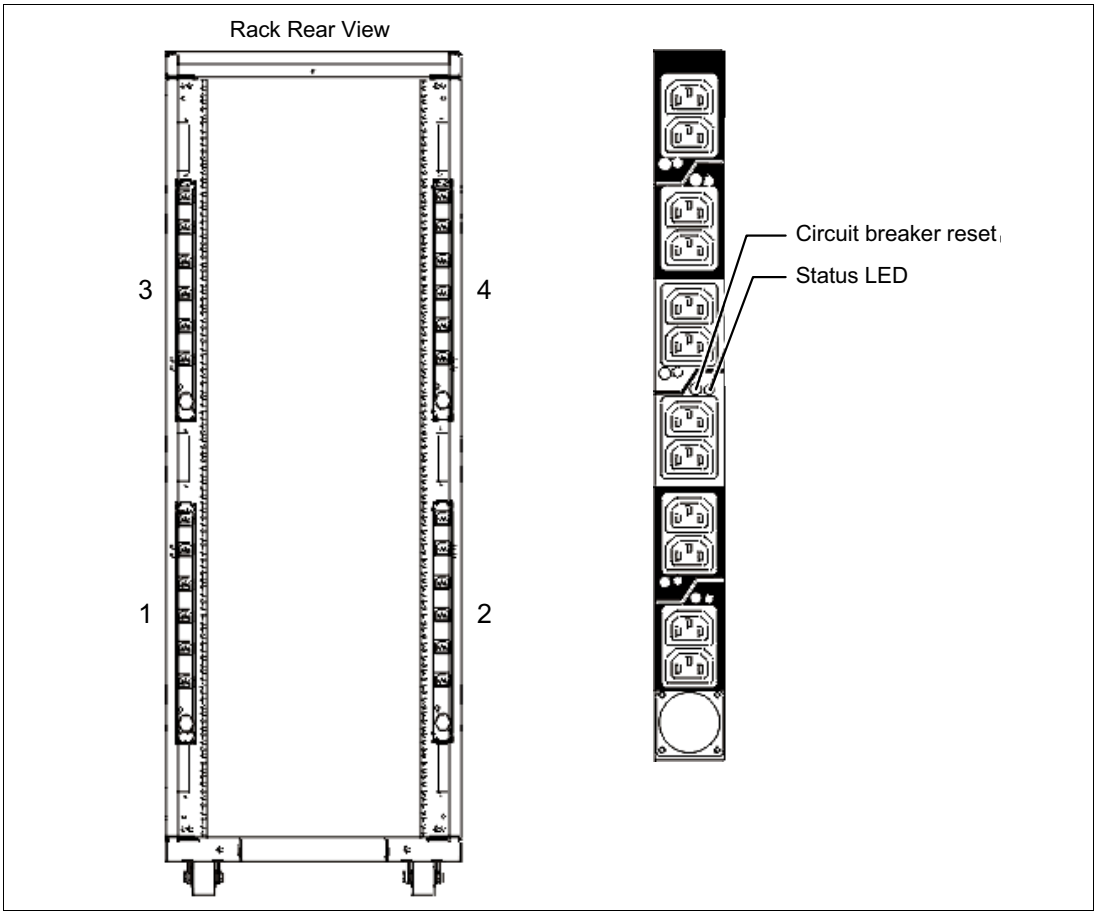

Figure 1-10 PDU placement and PDU view
- Up to four power distribution units (PDUs) can be mounted in the PDU bays (see Figure 1-10 on page 33), but others can fit inside the rack. For more information, see 1.10.7, “The AC power distribution unit and rack content” on page 33.
Four PDUs can be mounted vertically in the back of the T00 and T42 racks. Figure 1-10 shows the placement of the four vertically mounted PDUs. In the rear of the rack, two additional PDUs can be installed horizontally in the T00 rack and three in the T42 rack. The four vertical mounting locations are filled first in the T00 and T42 racks. Mounting PDUs horizontally consumes 1U per PDU and reduces the space available for other racked components. When mounting PDUs horizontally, the best approach is to use fillers in the EIA units that are occupied by these PDUs to facilitate proper air-flow and ventilation in the rack.